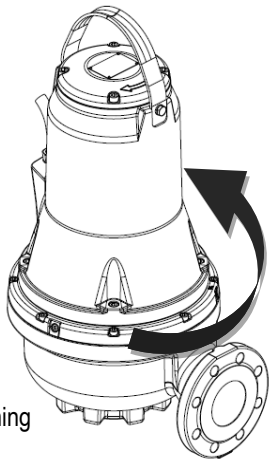

Fig. 10 Rykretning
2. Start og stop pumpen alt imens pumpens bevægelser (ryk) observeres. Hvis pumpen er tilsluttet korrekt, vil omdrejnings-retningen være med uret, dvs. den vil give et ryk i retning mod uret. Se fig. 10. Hvis omdrejningsretningen er forkert, ombyt to af faserne i strømforsyningskablet.